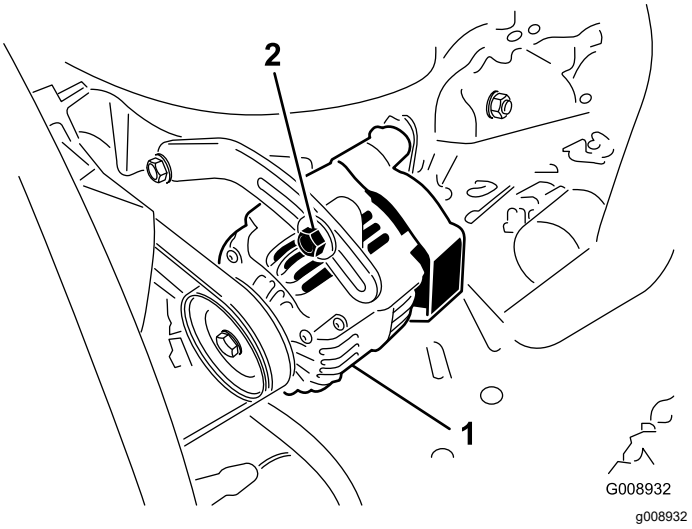

Figuur 91
2. Als de speling niet correct is (en dus geen 10 mm bedraagt), moet u de montagebouten van de wisselstroomdynamo losdraaien (Figuur 91).